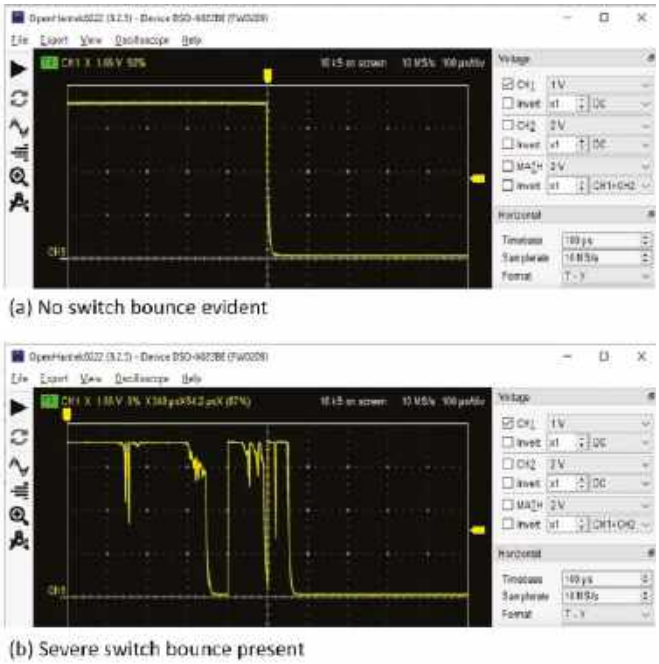

Rysunek 2.14. Przebieg przedstawiający drgania styków przełącznika
W przypadku większości przełączników mechanicznych pojawia się problem polegający na tym, że przełączenie nie przebiega czysto. Stan wyjściowy ulega gwałtownym wahaniom, zanim ustabilizuje się na stałej wartości. Zjawisko to nazywane jest „drganiem styków" (**rysunek 2.14**) i w wielu zastosowaniach jest mocno niepożądane. Skutki odbijania styków przełącznika można ograniczyć lub wyeliminować na różne sposoby, między innymi poprzez wprowadzenie opóźnień programowych lub spowolnienie przełączania prostym obwodem rezystor/kondensator (RC), umieszczonym między stykami przełącznika a wejściem cyfrowym, co pokazano na **rysunku 2.15**.